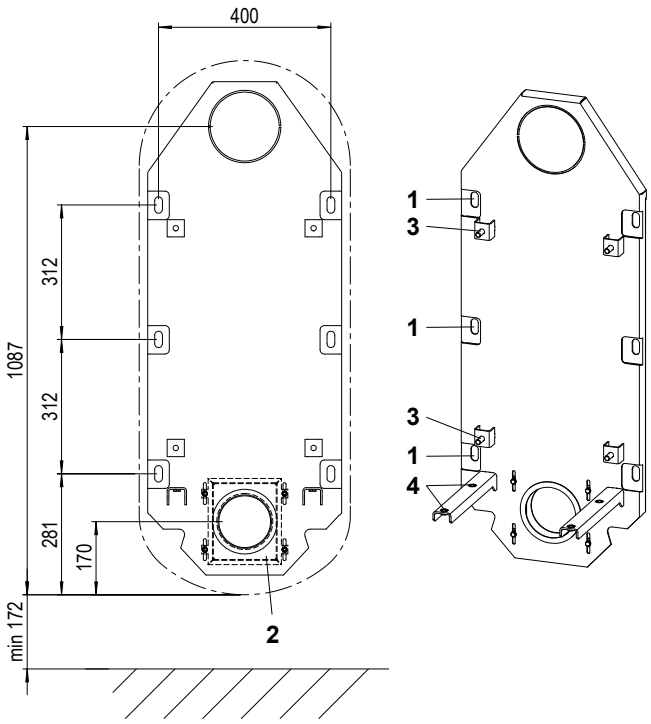

fig. 5 Soporte de pared
- El soporte de pared se suministra montado en la estufa de chimenea. Para el montaje a la pared debe desmontarse el soporte de pared del equipo. Para ello, aflojar las 4 tuercas de fijación M12 y retirar el soporte de pared hacia atrás del equipo (véase fig. 5).
- Alinear con un nivel de agua el soporte de pared como patrón en la posición deseada en la pared, sujetar y dibujar los 6 orificios de fijación (véase fig. 5).
- El aparato puede alinearse en caso necesario con los tornillos de ajuste en los patines (fig. 5).